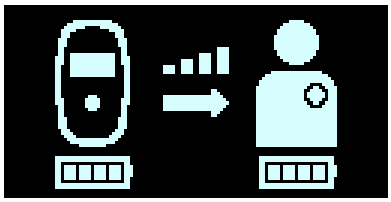

Figura 83: Tela de status de recarga do GPI
5. Após a conclusão do download de dados, a tela de status de recarga do GPI é exibida pelo Carregador Vesta. **Consulte a Figura 83.**
7. A tela Status de recarga do GPI (consulte a **Figura 83**) continuará a ser exibida enquanto o GPI OPTIMIZER Smart Mini está sendo carregado.